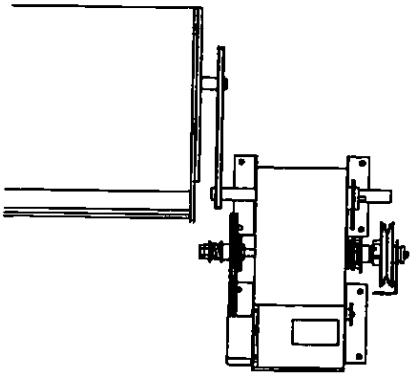

FIGURE 10A
- Select mounting location. Refer to Figures 10A or 10B.